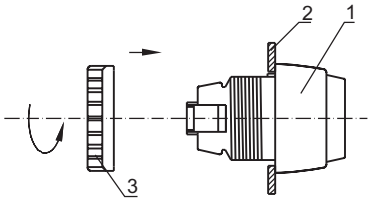

Rys.2
Przyciski sterownicze lub lampki sygnalizacyjne mocuje się w otworach pulpitu (tablicy) sterowniczego. Po włożeniu napędu (1) w znormalizowany otwór pulpitu(2),należy na cześć napędu znajdującego się pod pulpitem nakręcić nakrętkę (3) co spowoduje unieruchomienie napędu (1) rys.2.